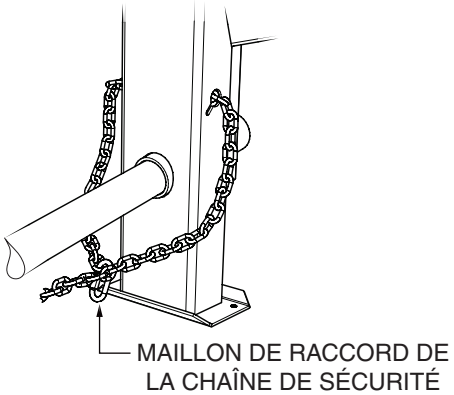

Figure 9. Croiser la chaîne de sécurité
4. Faire une boucle (croiser) de la chaîne de sécurité (Figure 9) et la placer sous la barre de remorquage. Fixer la boucle avec le maillon connecteur de la chaîne de sécurité.